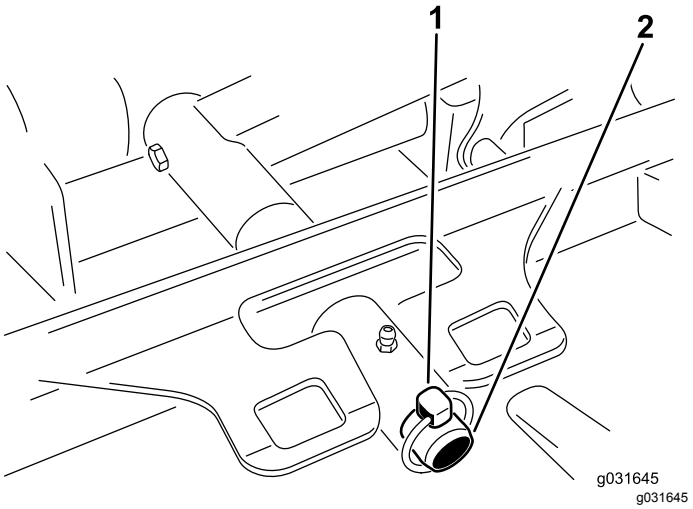

Figur 70
3. Ta bort den hjulsprint eller fästmutter som fäster klippenhetens bärram vid lyftarmens svängtapp (Figur 70).
3. Skjut på klippenhetens bärram på lyftarmens svängtapp och fäst den med hjulsprinten eller fästmuttern (Figur 70).